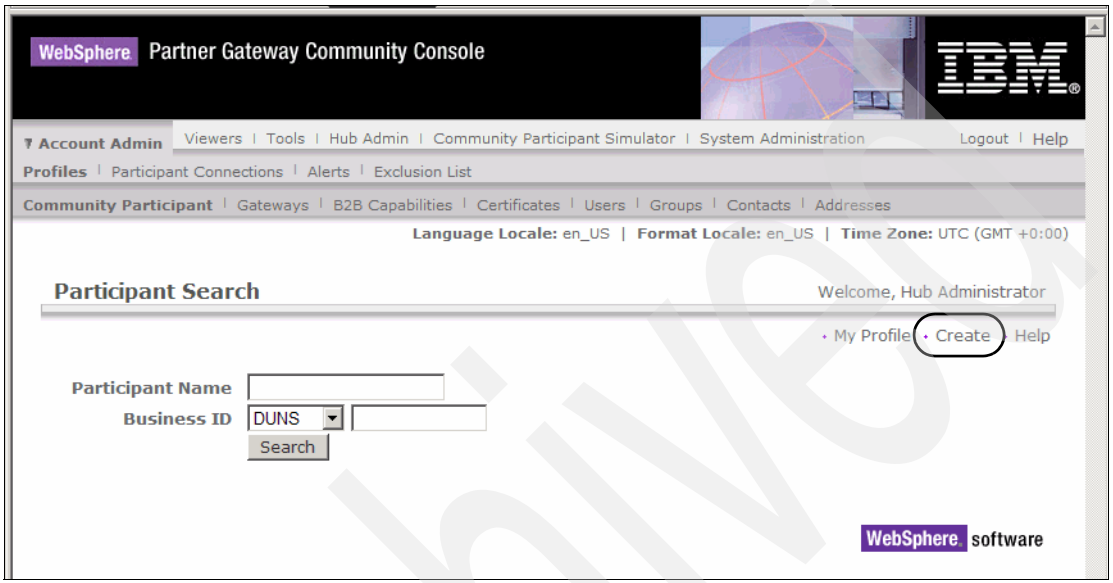
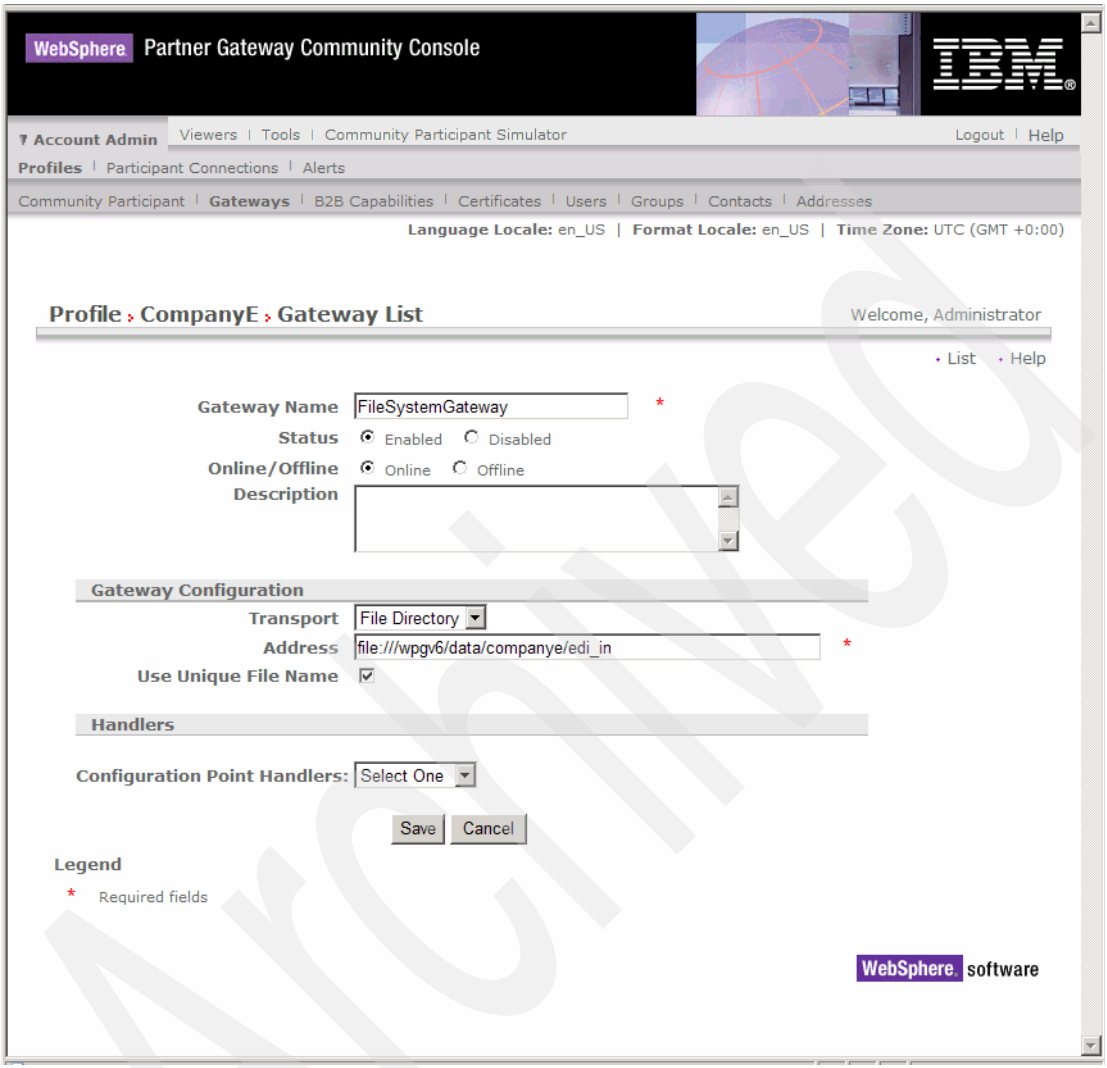

Figure 7-15 Creating new participant: Selecting Create
Figure 7-25 Creating a new gateway
2. Click **Create** to add a new participant, as shown in Figure 7-15.
4. In the gateway List panel (Figure 7-25 on page 168), complete the following tasks:
Note: If you compare the top menu options for the hub administrator in (Figure 7-15 on page 156). with the menu options for this admin user of the Community Manager in (Figure 7-25). You can see that the option for Hub Admin is unavailable to this user, preventing him from creating targets and document flow definitions.